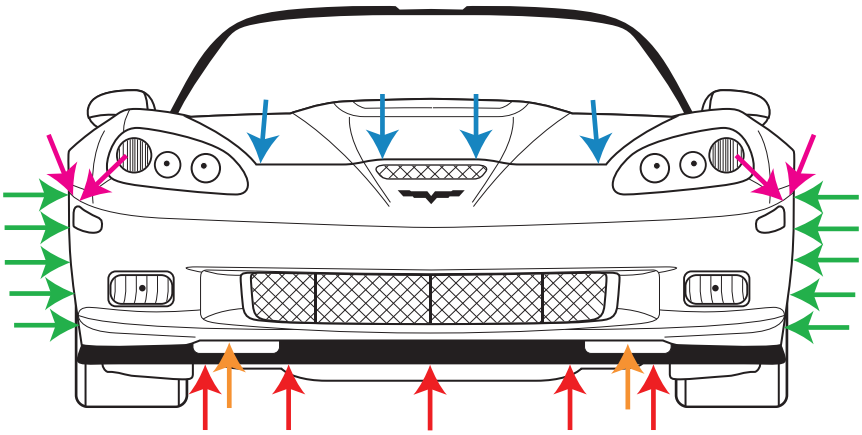

Figure 4 - Front Bumper Fastener Locations
2. Remove the front bumper cover by removing the fasteners listed below, and indicated in **Figure 4**: